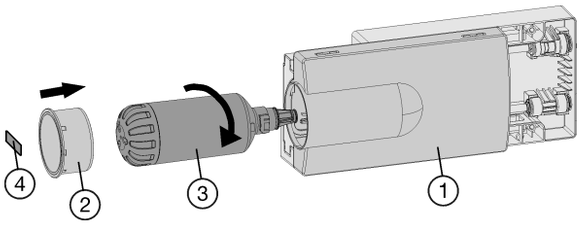

*Fig. 50*
- ▶ Insert the water filter *Fig. 50 (3)* and turn it approximately 100° clockwise until it locks into position.
- ▶ Slide the tray *Fig. 50 (1)* in.
- ▶ Place the cover *Fig. 50 (2)* on the filter.
- ▶ Write the date of the next filter replacement on the supplied adhesive label *Fig. 50 (4)* and affix it to the module.